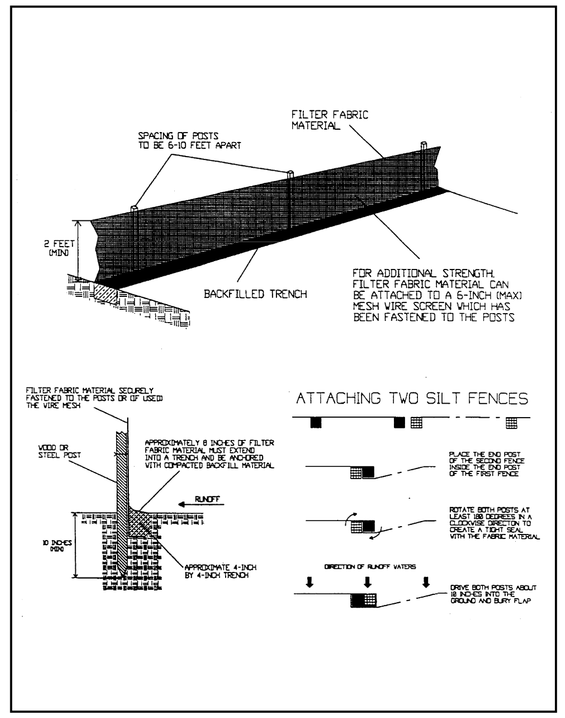

Figure 4.4b. Installing a Filter Fabric Silt Fence
8. *When attaching 2 silt fences together, place the end post of the second fence inside the end post of the first fence. Rotate both posts at least 180 degrees in a clockwise direction to create a tight seal with the filter fabric. Drive both posts into the ground and bury the flap (see **Figure 4.4b**).*